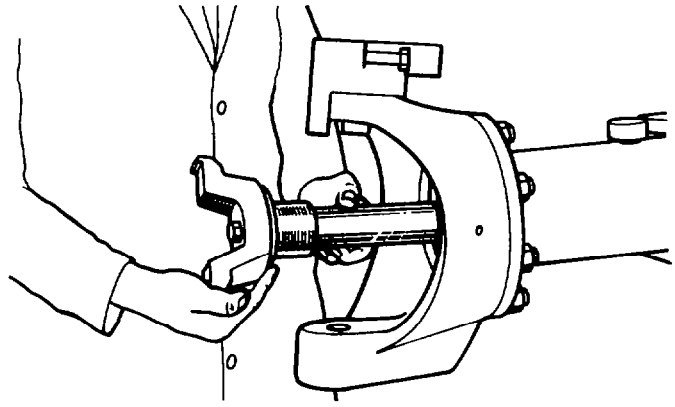

Fig. 371 — Installing Drive-shaft
l. Insert the drive-shaft into the axle housing (see fig. 371); rotate the shaft until the splines on the end of the shaft mesh with the splines in the differential side gears then push the shaft fully home into the housing.